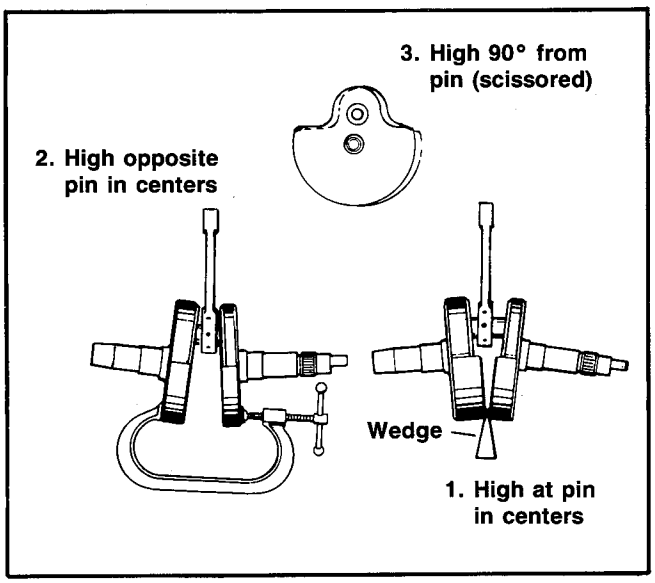

Figure 62 – Correcting Crankshaft Misalignment
b. See Figure 62. Shafts must run true within .002 in. on fan side and .002 in. on transmission side. Correct flywheel alignment as follows:
(1) If the shafts run high as the crankpin passes the indicators, mark high spot with chalk, remove chalk from truing device, position wedge as shown and strike wedge. Remove wedge and take another reading. Repeat if same condition exists.
(2) If the shafts run high as the crankpin passes directly opposite the indicators, install a C clamp on the bottom of the crank throw and apply pressure on the C clamp. Remove C clamp and take another reading. Repeat if same condition exists.
(3) If one shaft runs high and the other low as the crankpin passes 90° from the indicators, the crank halves are scissored. Mark the high crank throw at point closest the indicator and remove crankshaft assembly from truing device. Place the low end on a soft surface and strike the marked crank throw on the mark firmly with a copper hammer. A steel hammer will damage the crankshaft. Reinstall assembly in turing device and take another reading. Repeat procedure if same condition exists.